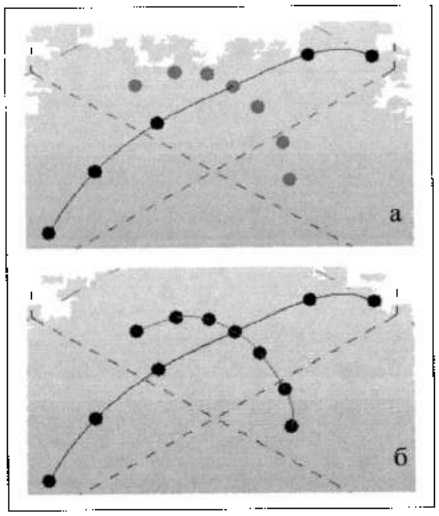

Рис. 13.7. *Создание сплайна по опорным точкам*
1. В области чертежа выделить точки, которые будут образовывать сплайн (рис. 13.7,а). Произойдет переключение на ленте **Modify Reference Points** (Изменить опорную плоскость).
2. На ленте в разделе **Spline** (Сплайн) выбрать инструмент **Spline Through Points** (Сплайн через точки). Свободные точки преобразуются в точки, управляющие данной линией (рис. 13.7,б). Если число точек, выделенных в предыдущем пункте, равно двум, создается отрезок.